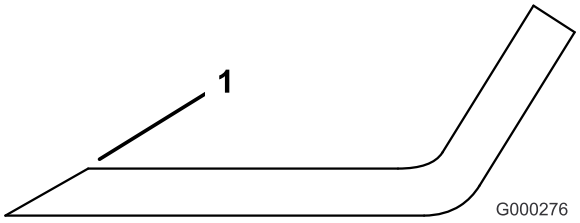

Figur 86
1. Bruk en fil til å slipe eggen i begge ender av kniven (Figur 86). Oppretthold den originale vinkelen. Kniven opprettholder balansen hvis like mye materiale fjernes fra begge kniveggene.